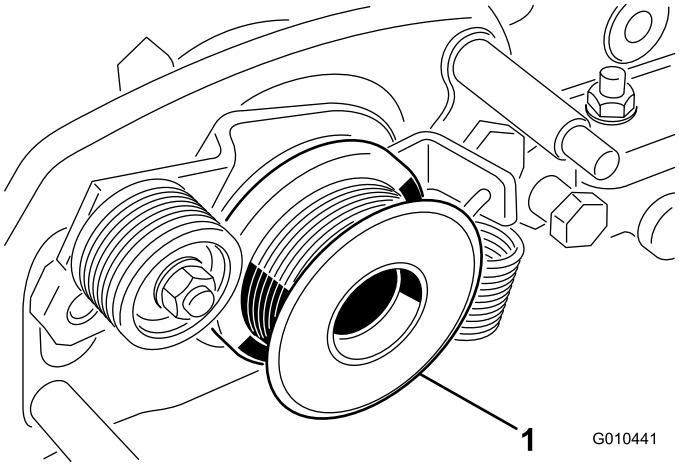

Figuur 34
7. Verwijder de aandrijfpoelie van de groomer van de as van de messenkooi (Figuur 34).